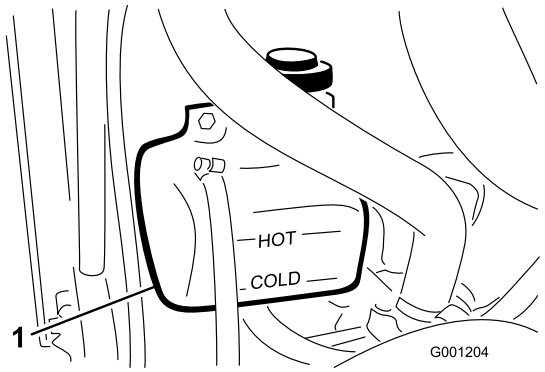

Figuur 24
1. Controleer het koelvloeistofpeil in de expansietank (Figuur 24).